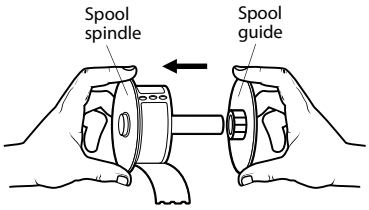

Figure 1
4. Hold the spool spindle in your left hand and place the label roll on the spindle so that the labels feed from underneath and the left edge of the label roll is firmly against the side of the spool. See Figure 1.